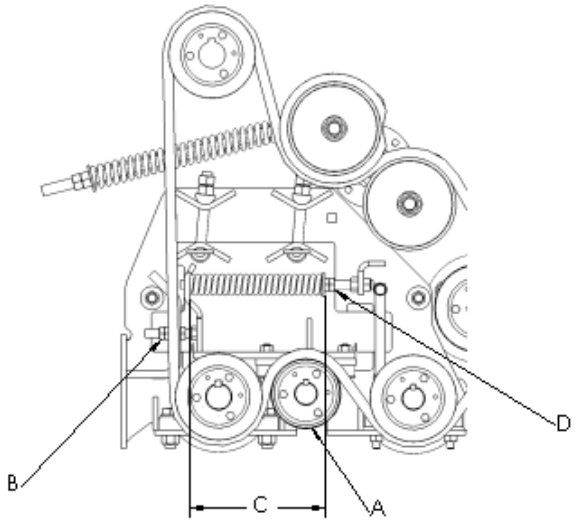

Figure 7-28: Rock Trip Spring Adjustment
3. Adjust nut (D), shown in Figure 7-28, so dimension (C) is 8.5 inches (22 cm).